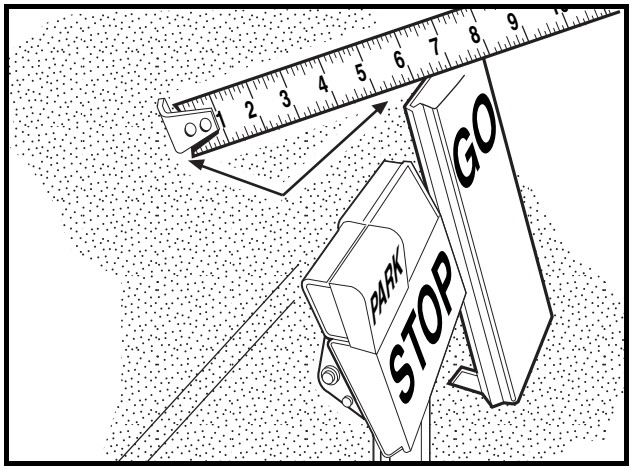

Figure 5-14 Accelerator Pedal Height Measurement
3.3. With the park brake unlocked, measure and note the distance from the top of the accelerator pedal to the floorboard, then lock the park brake **(Figure 5-14, Page 5-13)**.